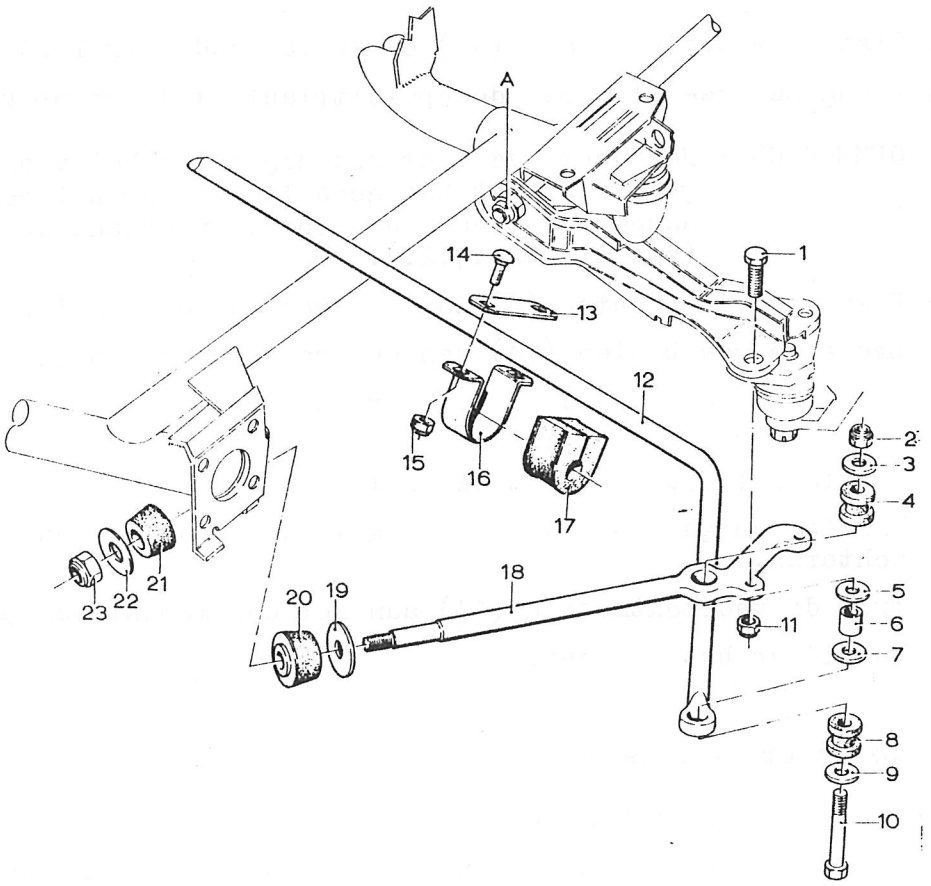

Afb. 2.14.4. Bevestiging van reaktiestang en stabilisatorstang
a. Verwijderen (afb. 2.14.4.)
(1) Draai de moer (2) los en neem de bout (10) uit.
(2) Verwijder de sluitringen en de afstandsbus (6).
(3) Herhaal bovenstaande handelingen bij het andere voorwiel.
(4) Draai de moeren (15) los en verwijder de ophangbeugels (16) met rubbers (17).
(5) Verwijder de stabilisatorstang (12).
(6) Verwijder de sluitplaten (13) en de slotbouten (14).
b. Aanbrengen (afb. 2.14.4.)
(1) Kontroleer de rubbers (4) , (8) en (17) en vervang zonodig.
(2) Plaats de slotbouten (14) in de gleuven in de carrosserie en breng de sluitplaten (13) aan.
(3) Plaats de stabilisatorstang (12), breng de ophangbeugels (16) met rubbers (17) aan en zet handvast met de moeren (15).
(4) Breng de bouten (10) met sluitringen en afstandsbussen (6) aan en zet vast met de moeren (2).
(3) Los de bevestigingsmoer op de wielarm (A).
(4) Draai de moer (23) los en verwijder de rubber bus (21) en de sluitring.
(5) Draai de twee moeren (11) los en verwijder de reaktiestang (18).
(1) Kontroleer de rubbers en vervang zonodig.
(2) Plaats de sluitring (19) en de rubber bus (20) over de reaktiestang.
(3) Klem de aanlegvlakken van de wielarm en het kogelscharnier tegen elkaar en breng de reaktiestang (18) aan.
(4) Zet vast met de moeren (11).
(5) Schuif de rubber bus (21) en de sluitring (22) over de reaktiestang en zet vast met de moer. De moer moet worden aangetrokken met een moment van 1,6 - 1,8 mkg.
(6) Breng de bout (10) met sluitringen en afstandsbus (6) aan en zet vast met de moer (2).
(7) Draai de moer op de wielarm vast met een moment van 6 mkg.